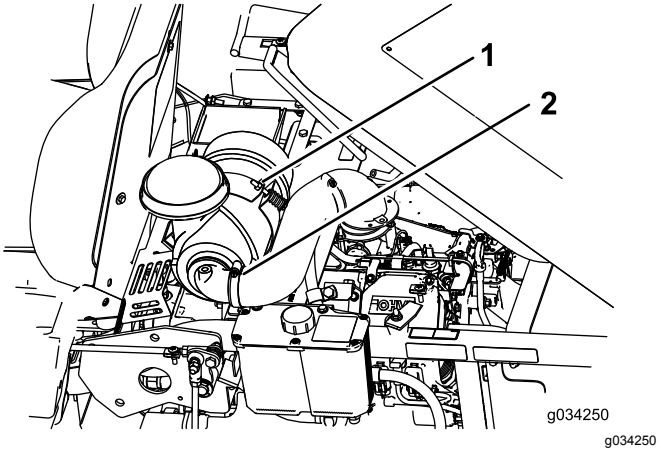

Figura 30
2. Desaperte o parafuso que segura o filtro de ar (Figura 30).
3. Desaperte a abraçadeira que prende o tubo e retire o filtro de ar (Figura 30).